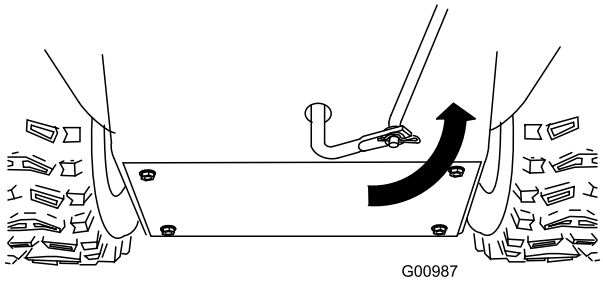

Rysunek 13
5. Obróć ramię dolnego łącznika całkowicie w górę (w lewo) (Rysunek 13).